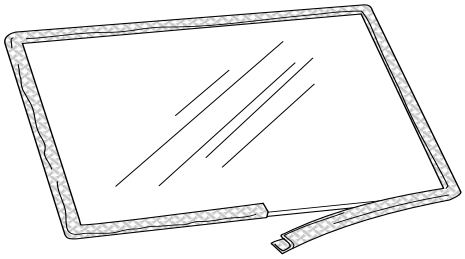

Figure 16.2. Wrap the gasket around the glass panel.
1. Wrap the new gasket material evenly around the edge of the glass, peeling back the protective strip to expose the adhesive as you go. See fig. 16.2. Press the adhesive side down onto the glass surface. Do not stretch the gasket.